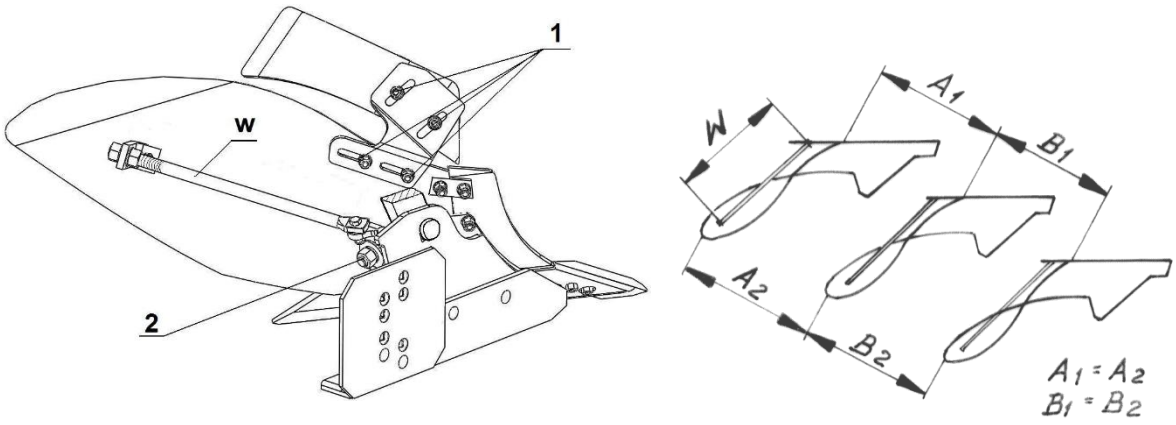

*Rysunek:6*
- regulacji dokonaj za pomocą śrub *Rysunek 6* (**1**) mocowanych na otworach podłużnych
- kąt pochylenia korpusu w niewielkich granicach reguluj śrubą **(2)** *Rysunek 6.*
- kąt roboczy odkładnicy określony jest śrubą wypory **(W)** *Rysunek 6*